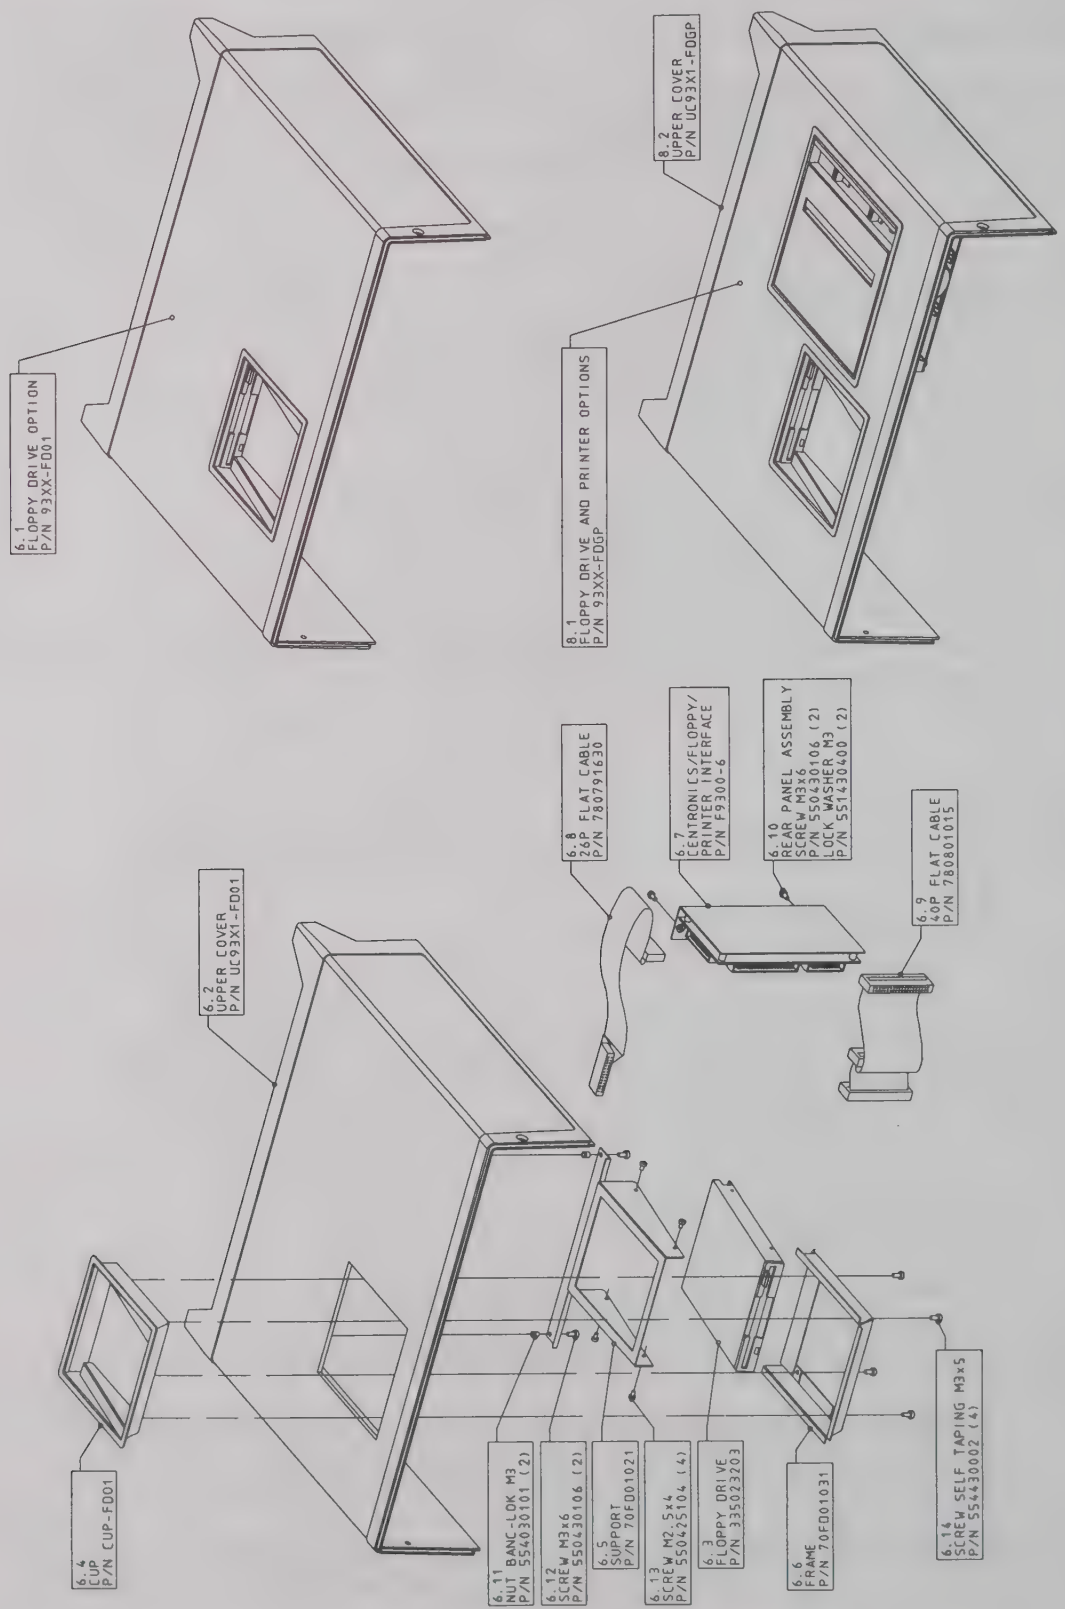

Figure 7.7 : 9360 & 9361 Floppy Assembly
- Disconnect the flat ribbon cable from the F9300-6 interface (see figure 7.7).
- Disconnect the flat ribbon cable (780791604) from the F9300-7 controller (see figure 7.7 ot 7.8).
- Disconnect the flat cable from the F9300-4 GPIB/RS232 board (see figure 7.7 or 7.8).